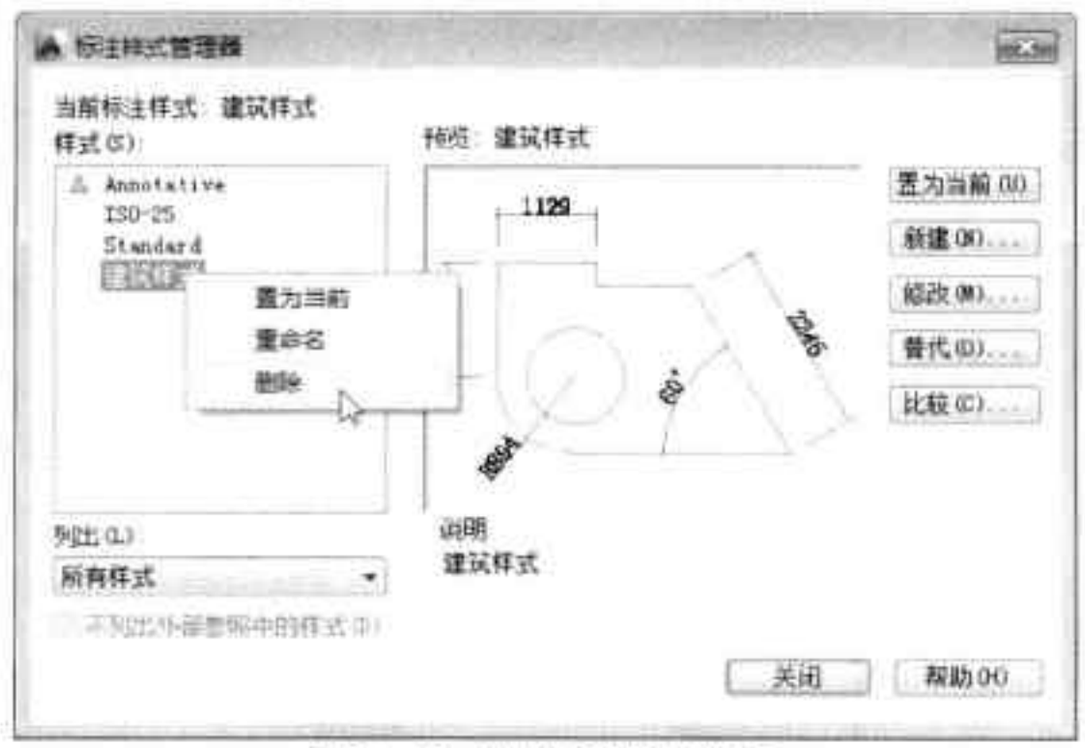

图9-19 选择“删除”选项
Step 02 单击鼠标右键，在快捷菜单中选择“删除”选项，如图 9-19 所示。